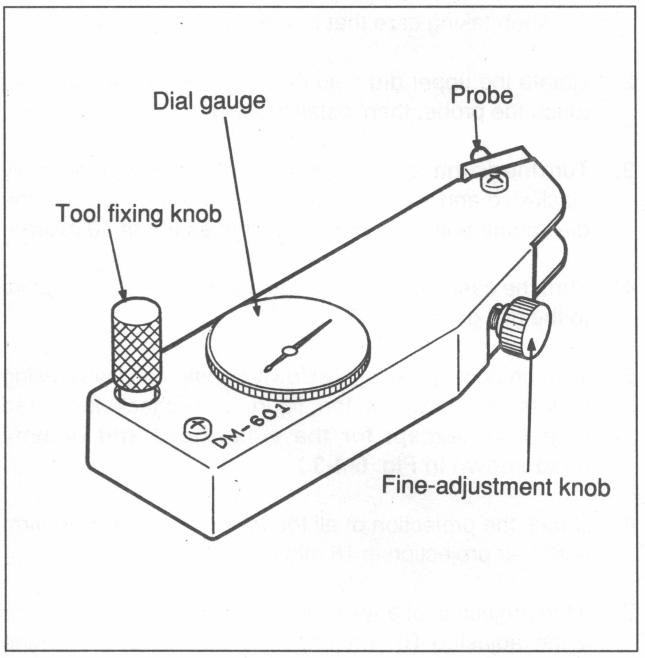

Fig. 6-4-1 Projection Measurement Tool
- Projection Measurement Tool (Fig. 6-4-1)